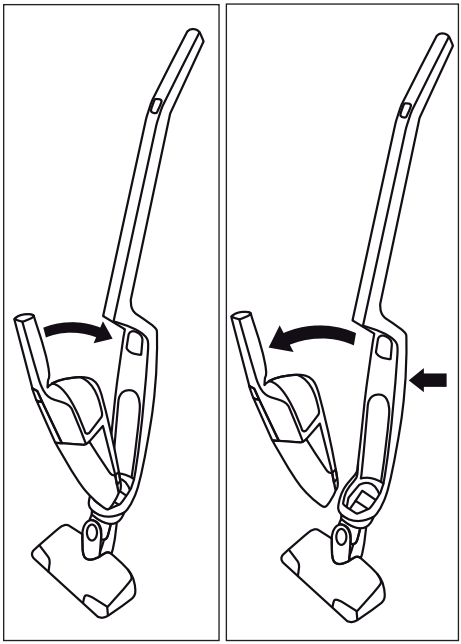

Abb. 1 Abb. 2
- Um das Handteil ❹ mit dem Stiel zu verbinden, schieben Sie die Spitze des Handteils ❹ in die Aussparung der Handteilmulde ⑬.
- Drücken Sie dann den Griff ❶ des Handteils ❹ in den Stiel, so dass das Handteil ❹ einrastet und fest sitzt (Abb.1).
- Um das Handteil ❹ vom Stiel zu lösen, drücken Sie die Entriegelung „Handteil“ ⑫.